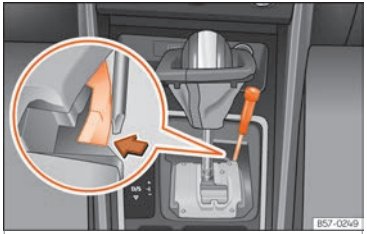

Fig. 144 Gear selector lever: manual release from the parking position.
- Using the flat part of a screwdriver, press the yellow tab sideways and keep it pressed down ››› Fig. 144.